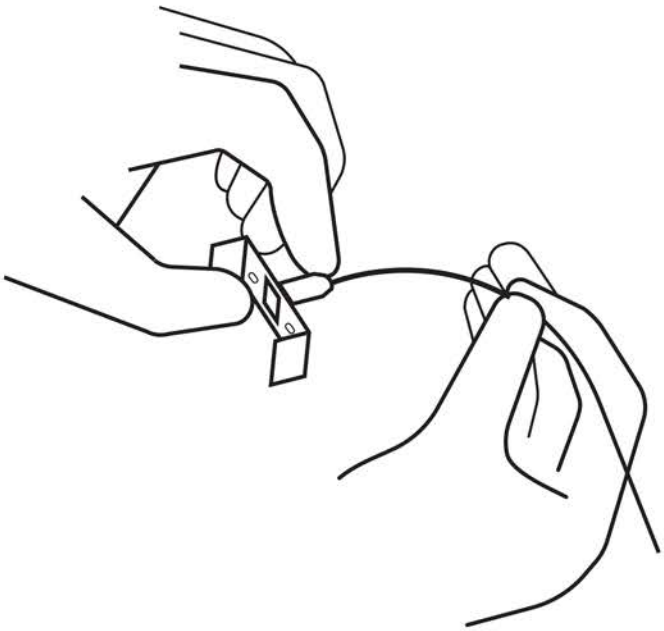

Рис. 4
5.5.1 Проденьте трос через соединительную втулку. Переместите втулку до противоположного конца троса до упора. Соедините втулку с крепежной скобой с помощью Т-образного винта. (см. рисунок 4).